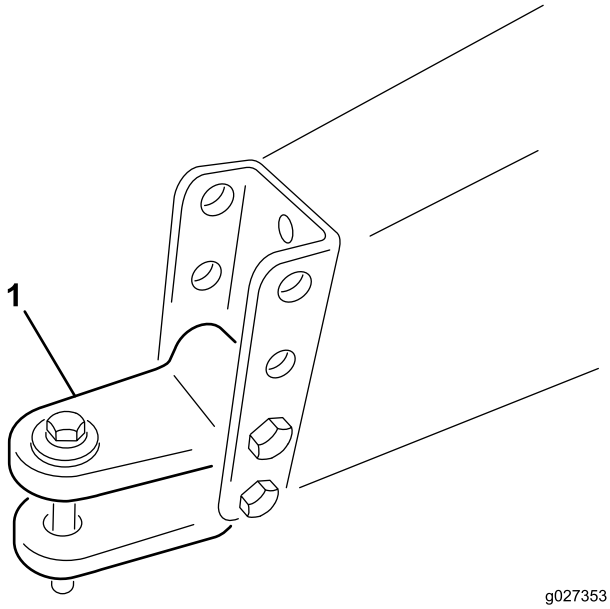

Figur 3
A. Afmonter boltene og låsemøtrikkerne, der fastgør bugsertrækkets gaffelbolt (Figur 3) til maskinstellet.